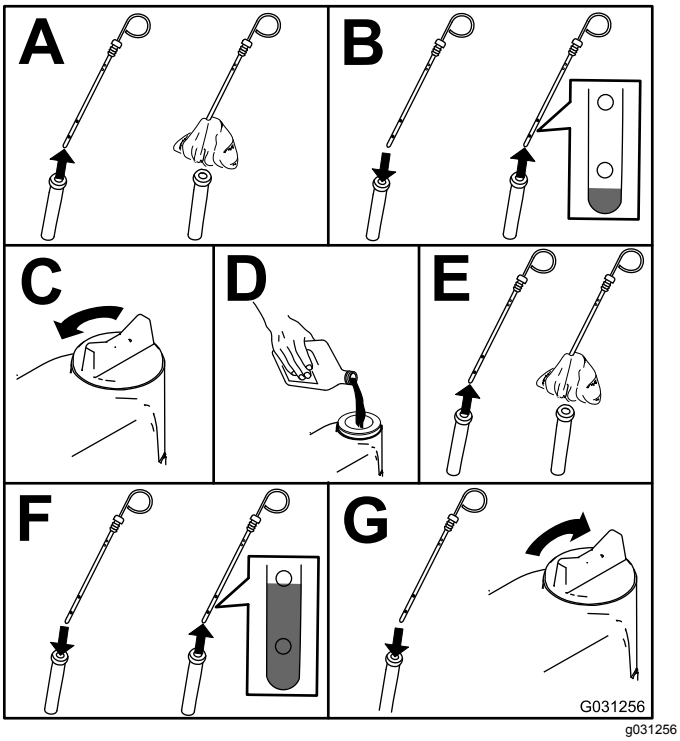

Figuur 71
2. Motoroliepeil controleren (Figuur 71).